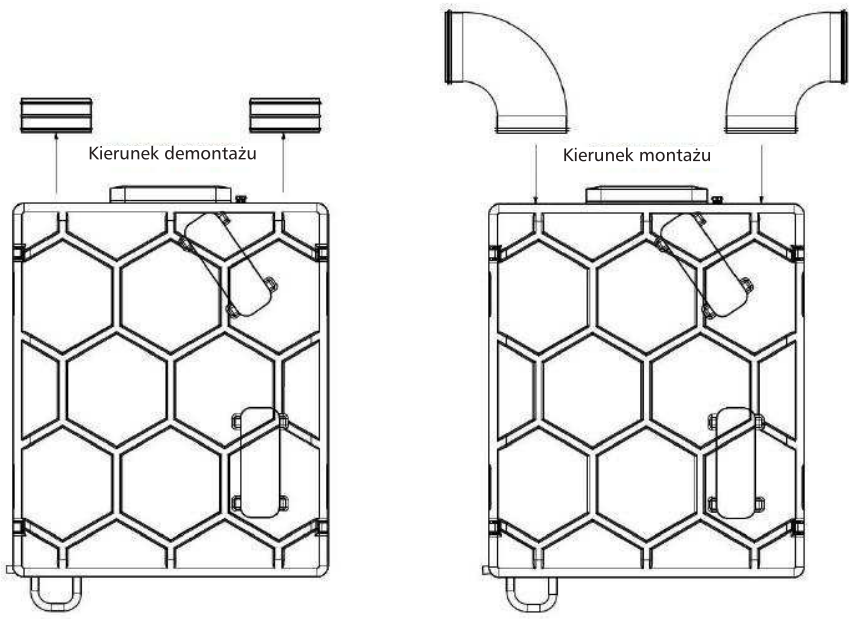

Rys. 21 - Wymiana złączek
2. Jeśli zamierzasz użyć innych złączek kanałowych, można zdemontować złączki nyplowe NSL i w łatwy sposób zamontować kształtki zastępcze (np. kolanka, odsadzki, itp.). Złączka NSL jest montowane zatrzaskowo, a celem demontażu należy ściągnąć je przy użyciu odpowiedniej siły (zob. Rys. 21). Zastępcze złącza podłączone do centrali muszą mieć zakończenia nyplowe zgodnie z normami wymiarów firmy ALNOR (sprawdź toleracje wymiarów w naszym katalogu systemu SPIRAL®). Aby zapewnić najlepszą szczelność, zalecamy stosowanie produktów firmy ALNOR z uszczelką. Nie ponosimy odpowiedzialności za szczelność w razie zakupienia złączek u innych firm.